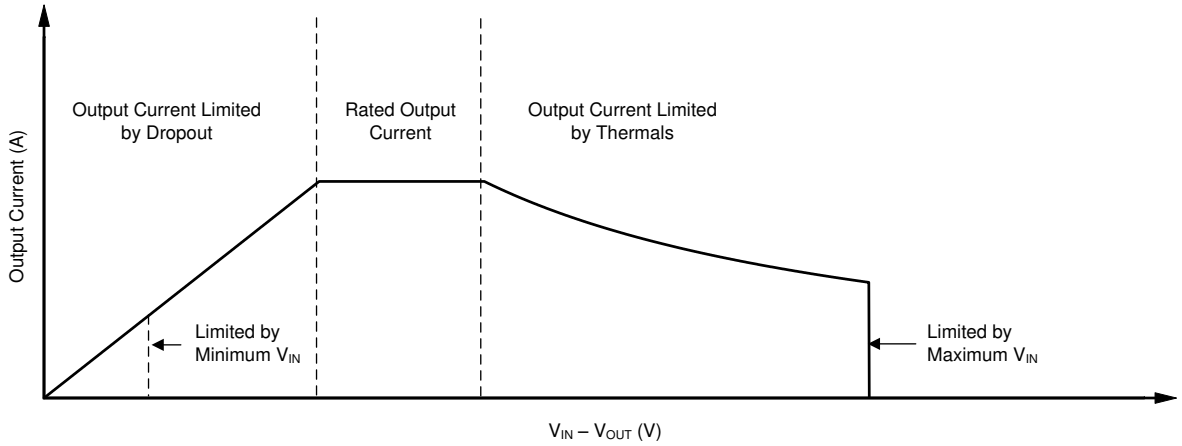

図 8-3. Continuous Operation Diagram With Description of Regions
The operational area of an LDO is limited by the dropout voltage, output current, junction temperature, and input voltage. The recommended area for continuous operation for a linear regulator is illustrated in 図 8-3 and can be separated into the following regions:
- 図 8-3 provides the shape of the slope. The slope is nonlinear because the maximum rated junction temperature of the LDO is controlled by the power dissipation across the LDO; thus, when $V_{IN} - V_{OUT}$ increases the output current must decrease.